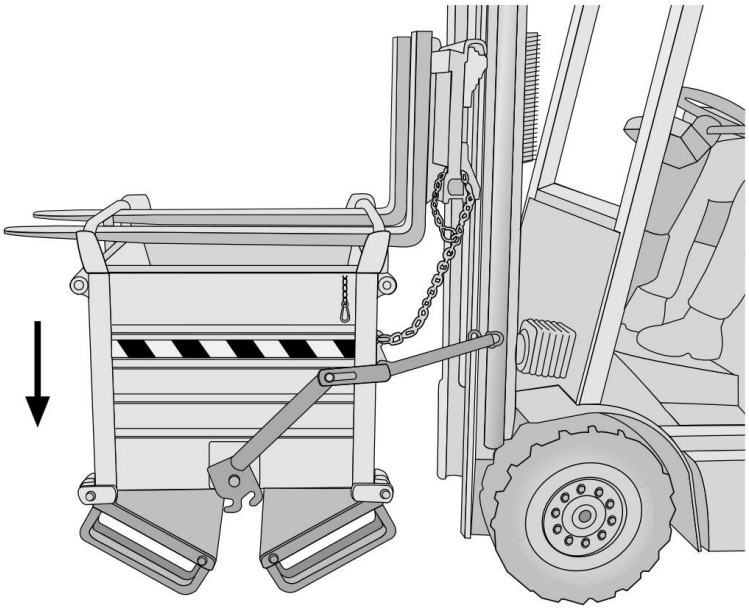

Bild 6.2.10
• 6.2.13 Senken Sie die Gabeln auf den Boden, bis die Böden vollständig geschlossen sind **(Bild 6.2.10).**